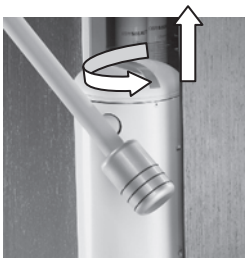

Abb. 20: Deckel abnehmen
- Nehmen Sie den Deckel (9) mit dem Kräutersieb ab. Hierzu den Deckel gegen den Uhrzeigesinn drehen und nach oben abnehmen (siehe Abb. 20).
- Drehen Sie das Kräutersieb (10) heraus.
- Nehmen Sie den Deckel mit dem Kräutersieb ab (siehe Abb. 20).